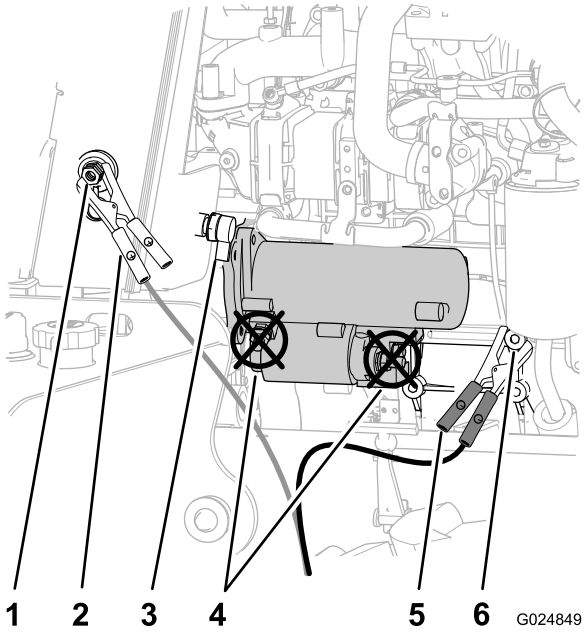

Rysunek 77
4. Zdjąć osłonę z bieguna rozruchowego (Rysunek 77).
5. Podłącz dodatni kabel rozruchowy (+) do bieguna rozruchowego (Rysunek 77).
6. Połącz ujemny kabel rozruchowy (-) do punktu uziemienia, takiego jak nakrętka w punkcie przegubu alternatora (Rysunek 77).